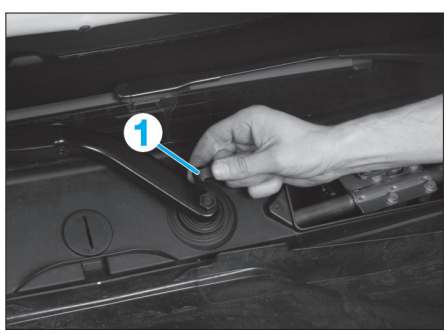

Fig. 83
• Déposer les capuchons de protection (1) **(Fig.83)**.